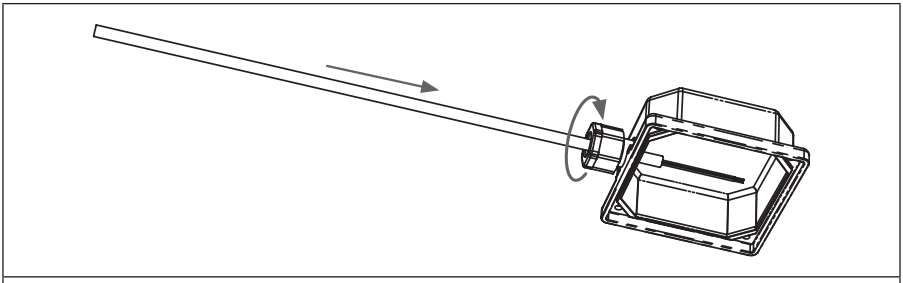

FIGURA 5
3. Pase el cable de alimentación por el prensaestopas y apriételo. (FIGURA 5)